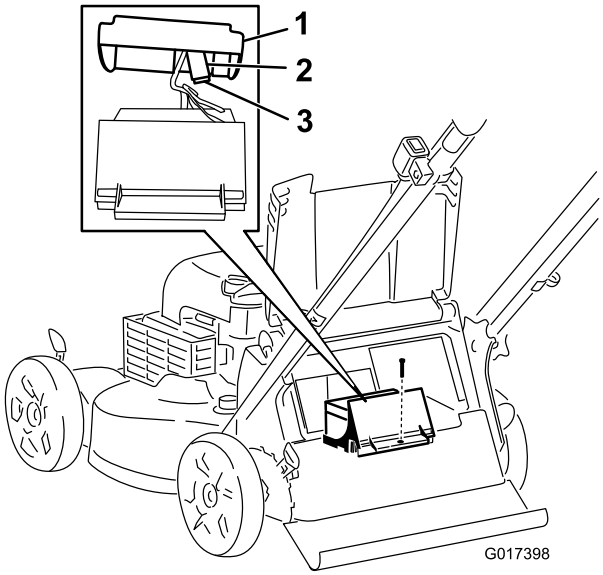

Figur 28
3. Ta bort den skruv som håller fast batterifacket, dra ut batteriet och leta reda på säkringen (Figur 28).
4. Byt säkringen i hållaren (Figur 28).